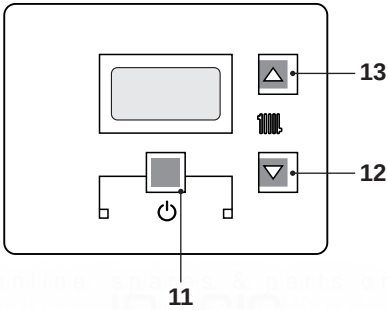
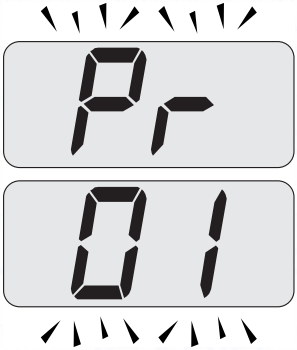
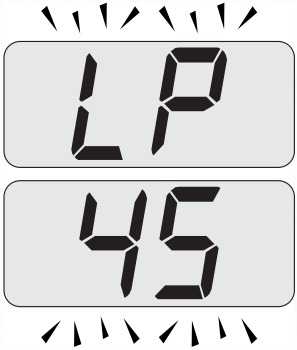

Fig. 9.11
Fig. 9.12
Fig. 9.13
- Enter in "programming mode" by pressing keys 11 - 12 - 13 (Fig. 9.11) for 10 seconds at the same time until the letters **Pr** that alternate with code **01** are displayed on the LCD display, indicating that "parameter 01"(Fig. 9.12) has been activated.
- Press keys 12 and 13 (Fig. 9.11) at the same time until the LCD display displays the letters **LP** that alternate with the heating water temperature value (e.g.**45**), indicating the activation of the "chimney sweep function" at minimum output (Fig. 9.13).
- Press keys 11 - 12 - 13 (Fig. 9.11) at the same time again to exit the "chimney sweep mode" and return to the previously set boiler status (Fig. 9.16).